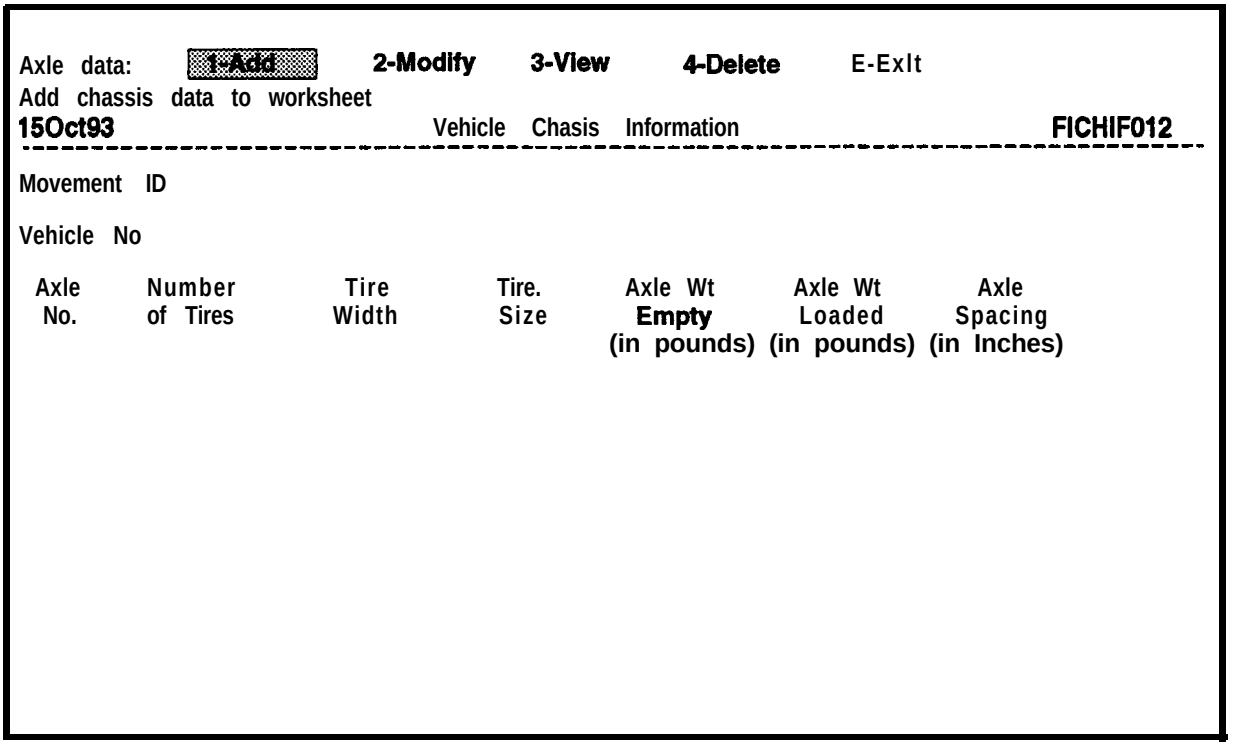

Figure 7-22. Vehicle Chassis Information Screen
a. Select **Axles. You** will see the Vehicle Chassis Information screen as shown in Figure 7-22, with the Axle Data: ring menu displayed at the top of the screen.